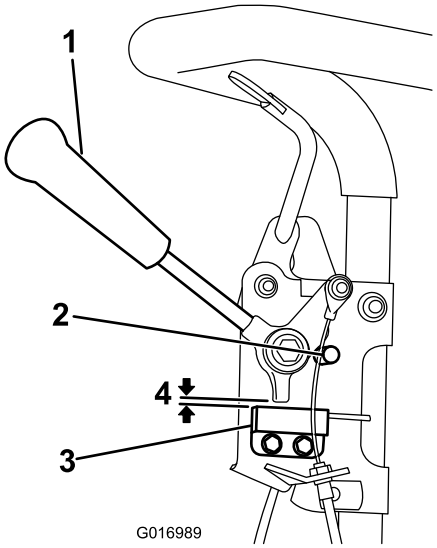

**Rysunek 29**
1. Upewnij się, że silnik jest wyłączony, a dźwignia jazdy odłączona i ustawiona w położeniu zatrzymania neutralnego (Rysunek 29).
2. Poluzuj elementy mocujące wyłącznika blokady (Rysunek 29).
3. Umieść podkładkę o grubości 0,8 mm między dźwignią jazdy a włącznikiem blokady (Rysunek 29).